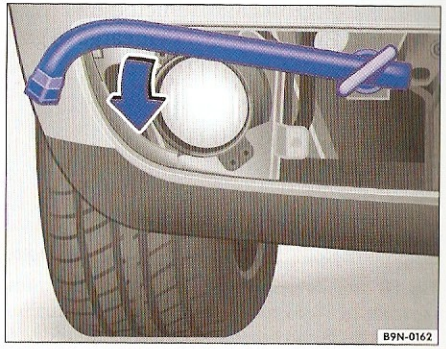

Fig. 57 Înșurubați inelul de remorcare față.
– Introduceți inelul de remorcare în direcția săgeții până la opritor în gaura filetată ⇒ fig. 57.